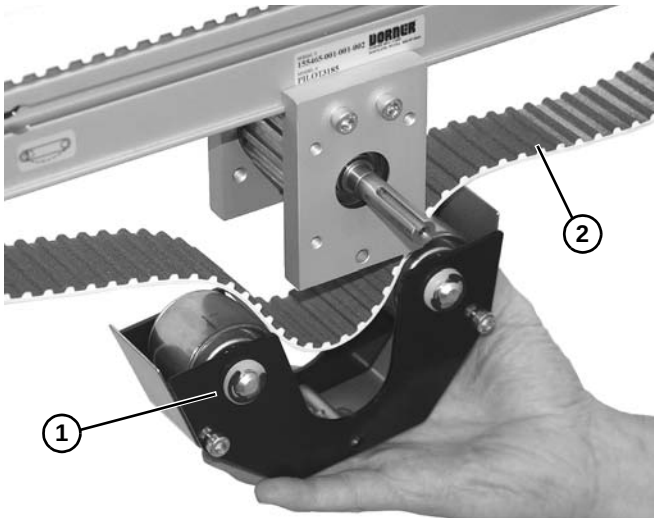

Abbildung 53
3. Untergurtantriebsbaugruppe absenken **(Abbildung 53, Teil 1)** und vom Band **(Abbildung 53, Teil 2)** abnehmen.